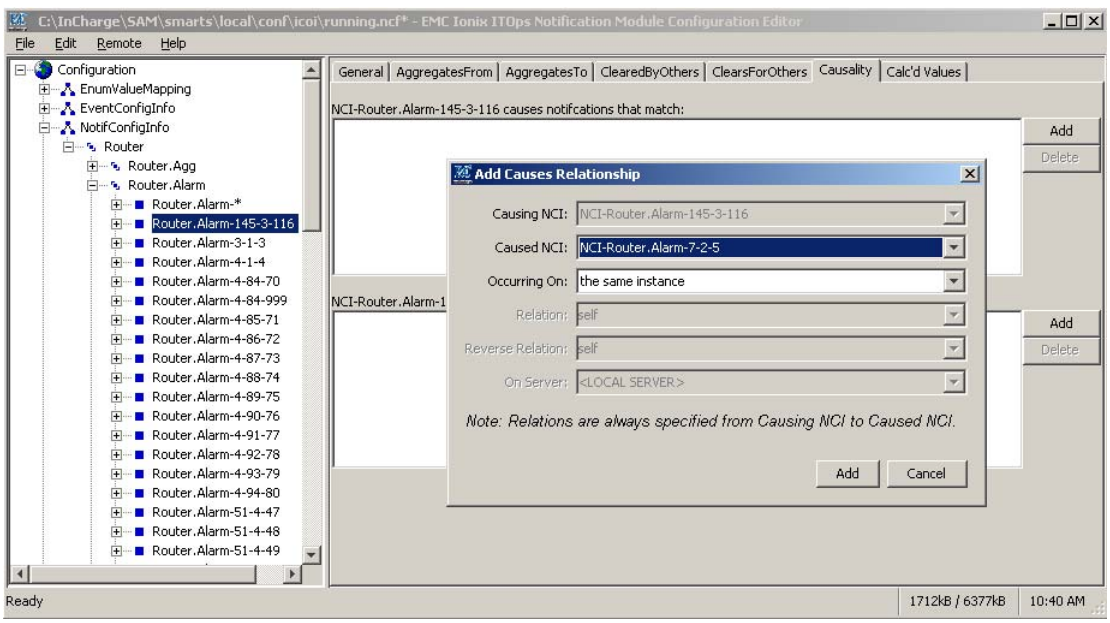

Figure 21 Add Causes Relationship dialog box
4. The **Add Causes Relationship** dialog box appears, as shown in Figure 21 on page 54. Select `NCI-Router.Alarm-7-2-5` in the **Caused NCI:** drop-down list and click **Add**.